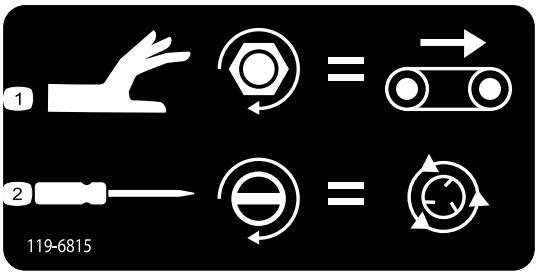

**Figur 44**
- Drej grebet med uret for at justere transportbåndets hastighed (Figur 44). I betjeningssystemet med farvekoder bruges transportbåndets maksimale hastighed, så denne
- Brug en flad skruetrækker til at forøge spinderhastigheden(Figur 44) ved at dreje med uret eller sænke hastigheden ved at dreje mod uret.